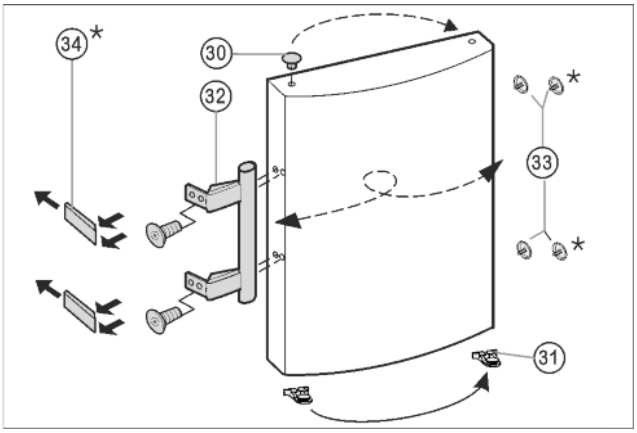

Fig. 8
- Извлеките пробку *Fig. 8 (30)* из опорной втулки дверцы и переставьте.
- Снимите и переставьте на противоположную сторону дверную ручку *Fig. 8 (32)*, пробку *Fig. 8 (33)* и прижимные пластины* *Fig. 8 (34)*.